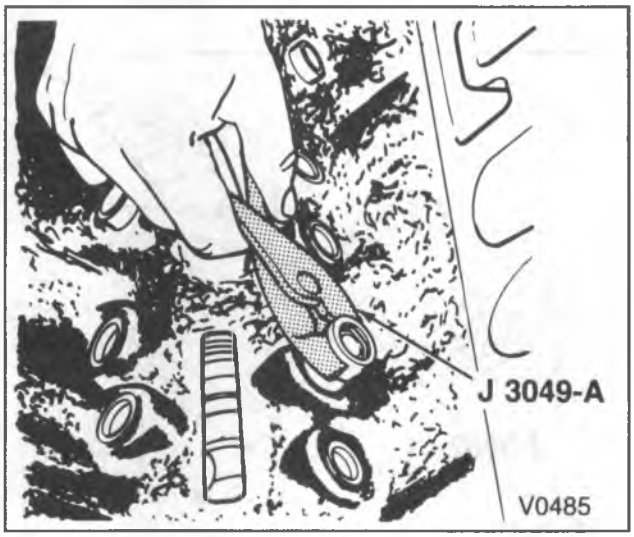

Figure 10—Removing the Hydraulic Lifter
Remove or Disconnect (Figure 10)
- A stuck hydraulic lifter can be removed using J 3049-A (figure 10).